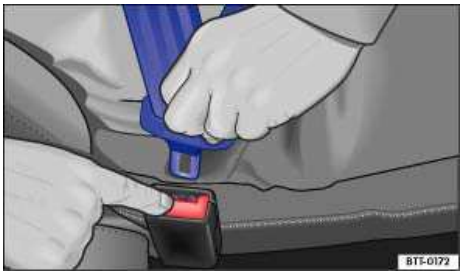

**Fig. 56** Releasing the buckle tongue from the belt buckle.
- Press the red button on the buckle ⇒fig. 56. The buckle tongue is ejected.